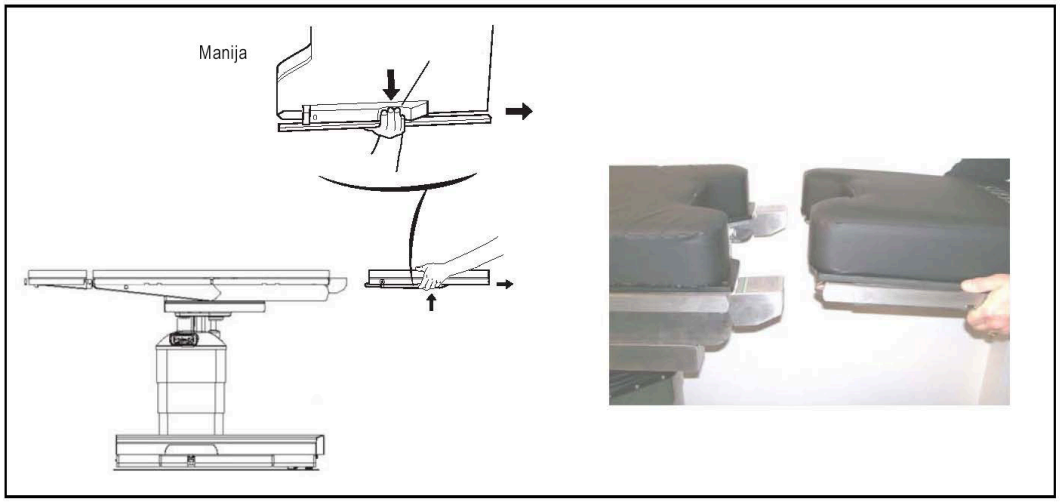

Figura 4-14. Extracción de la sección de las piernas
2. **Mientras sostiene el marco de las piernas, apriete ambas manijas y simultáneamente tire hacia atrás (consulte *Figura 4-14*).**